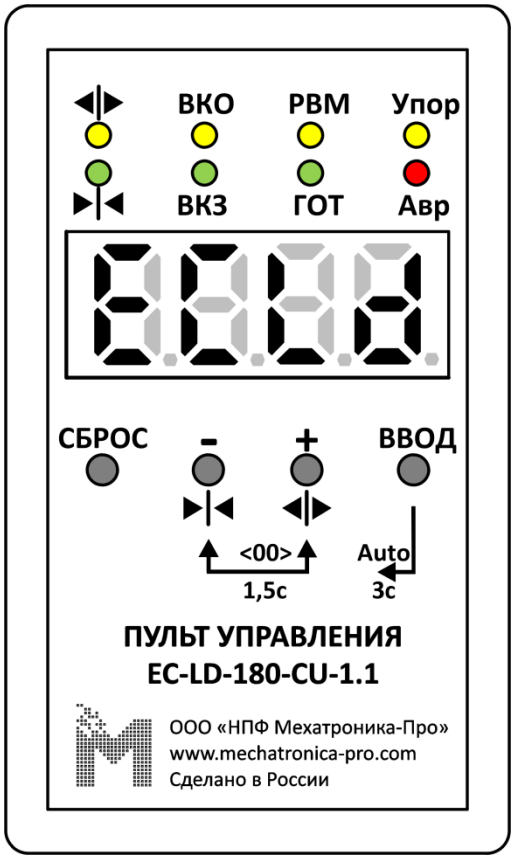

Рисунок 1 – Внешний вид ПУ
1.5.1 Панель управления ПУ (см. рисунок 1) состоит из следующих элементов: